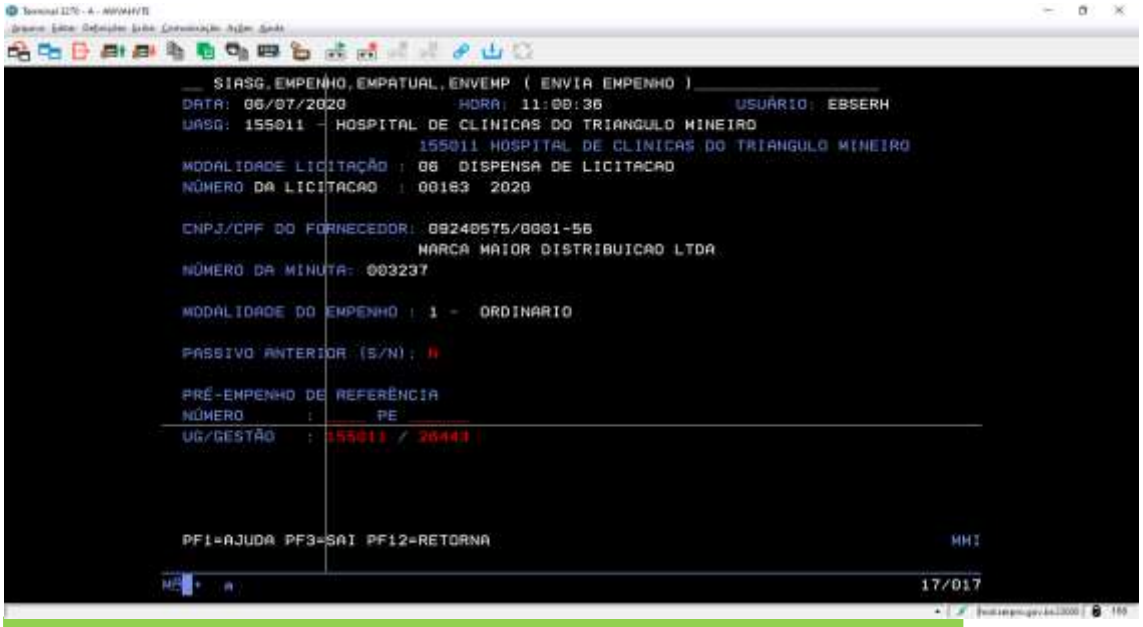

Figura 24: Informação que o empenho não pertence a passivo anterior
- Na próxima tela deverá ser informado se o empenho pertence a passivo anterior, que deverá ser informado que NÃO "N" (Figura 24);